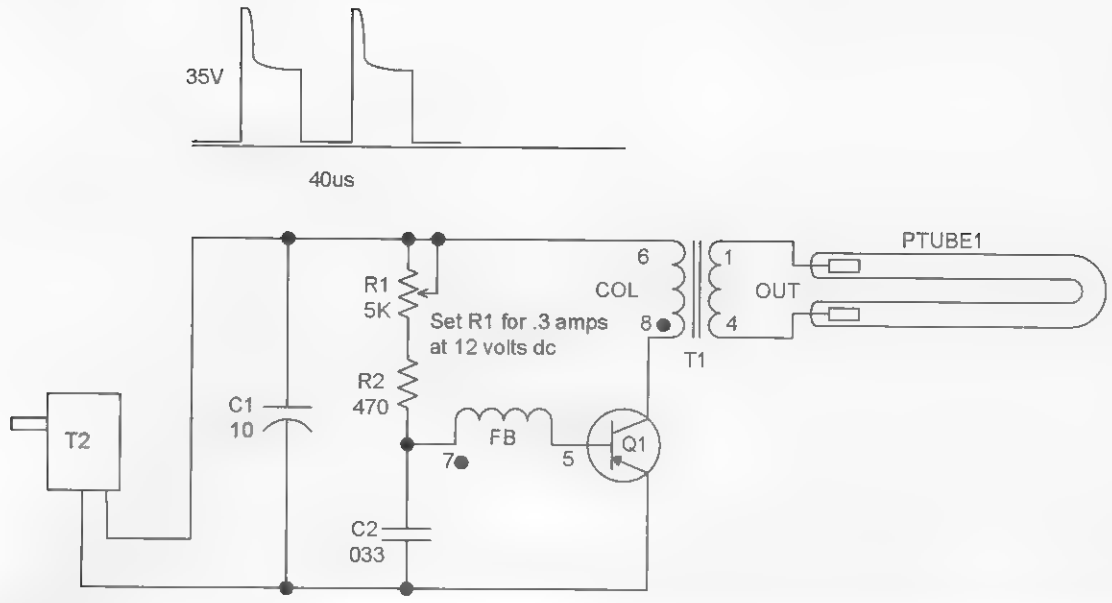

Figure 40-2 *Circuit schematic*
Transistor Q1 forms a self-oscillating circuit where current rises in the collector, COL, winding transformer T1 and inducing a voltage in the feedback (FB). This also causes a winding that keeps Q1 on until T1 saturates and the feedback voltage can no longer be induced. The collector current rapidly falls and forces the base to go negative further, turning Q1 off. When the collector current falls to zero, Q1 is turned on by bias-set resistors R1 and R2, which must charge up timing capacitor C2. The setting of trimpot R1 determines the power output by controlling the number of cycles per second, and capacitor C1 bypasses any residual signal voltage to ground (see Figure 40-2).